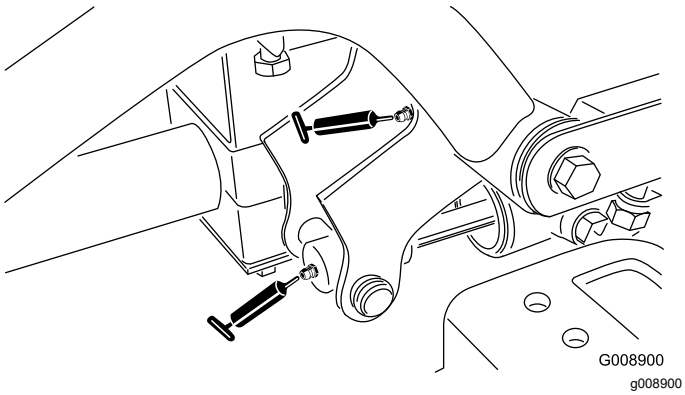

Figuur 51
- Draaipunt van voorste hefarm rechts en hefcilinder (2) (Figuur 51)